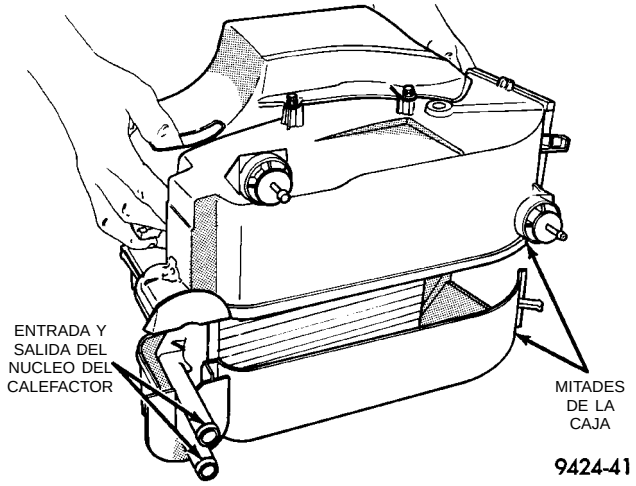

Fig. 48 Separación de la caja
(4) Coloque la unidad en posición invertida. Entonces separe las dos mitades del módulo (Fig. 48).